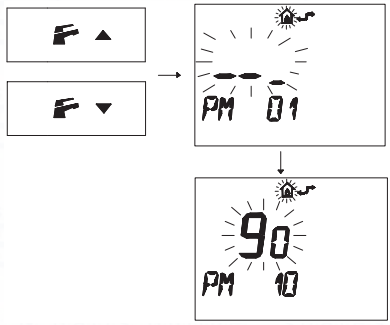

Fig. 7.38
- Press buttons ▼ or ▲ to display the "**PM10**" program for selecting the ignition frequency (Fig. 7.38).
In Fig. 7.38 a SET programmed at **90** is displayed corresponding to a re-ignition time of about 3 minutes.